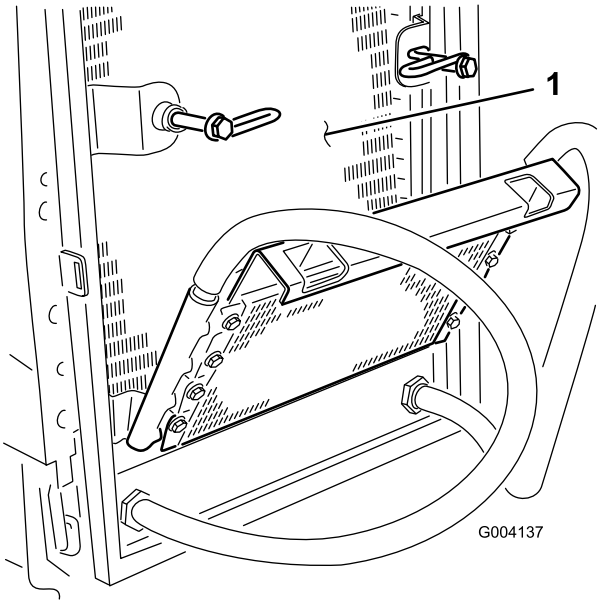

**Figuur 50**
7. Reinig de radiateur met perslucht met lage druk (3,45 bar). Doe dit vanaf de ventilatorzijde van de radiator (geen water gebruiken). Reinig vervolgens de voorkant van de radiateur en doe dit ook vanaf de ventilatorzijde. Maak beide kanten van de oliekoeler grondig schoon. Nadat u de radiateur en oliekoelers grondig hebt schoongemaakt, dient u met perslucht het vuil te verwijderen dat zich kan hebben opgestapeld op andere onderdelen van de machine (Figuur 50).